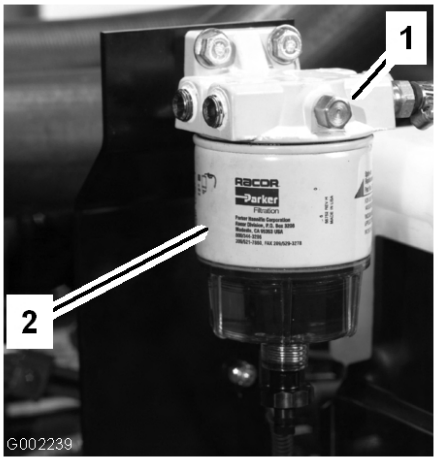

Figur 42
3. Åbn udluftningsproppen på brændstof/vandudskilleren (Figur 42)